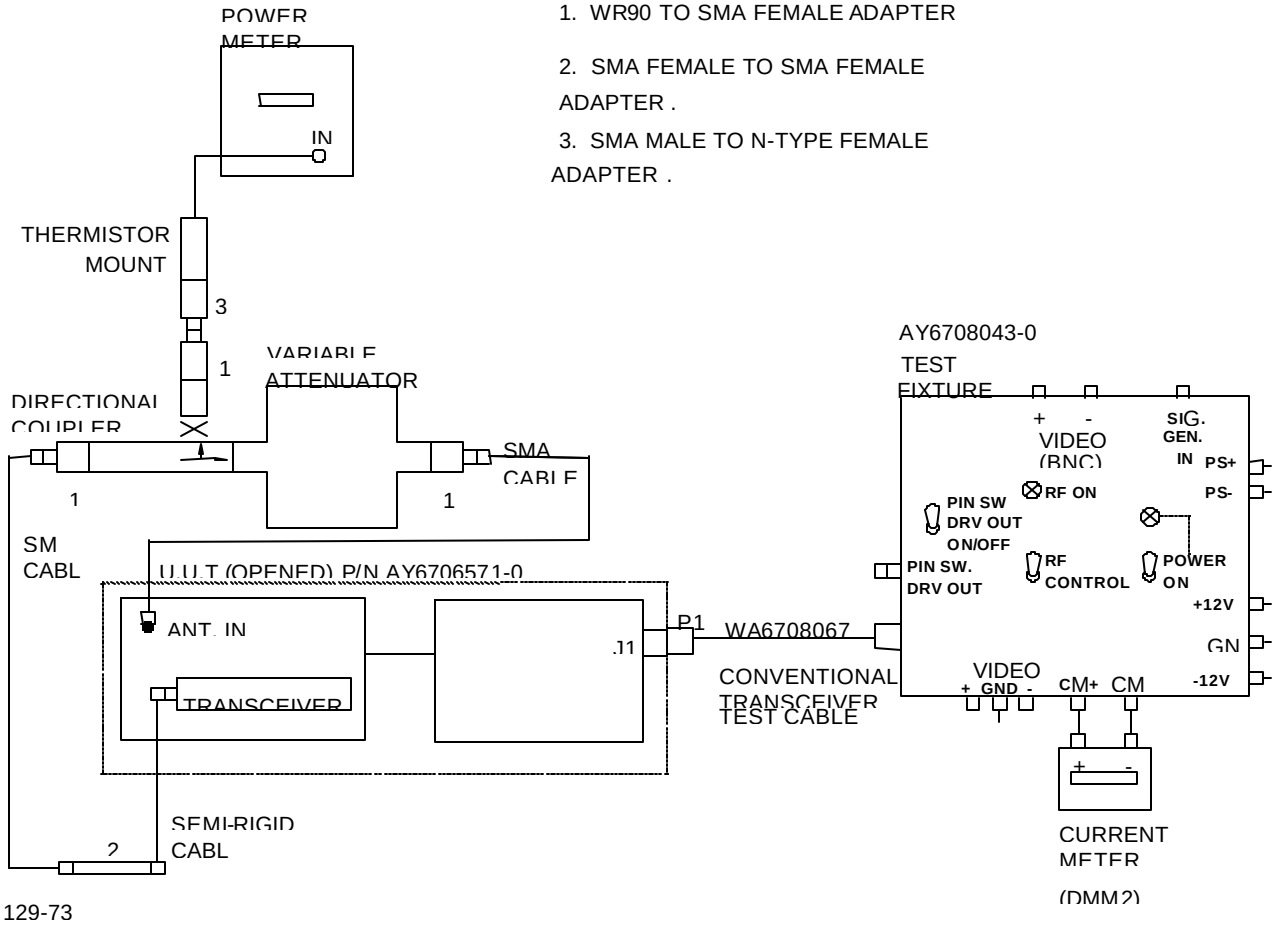

Figure D-22. Transceiver Assembly Transmitted Power Test Setup
a. Disconnect the frequency counter from the directional coupler and connect the power meter IAW Figure D-22. Verify that the variable attenuator is at 0dB.